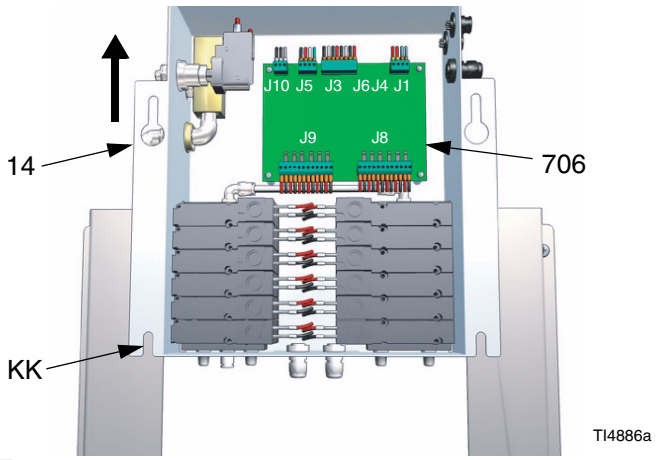
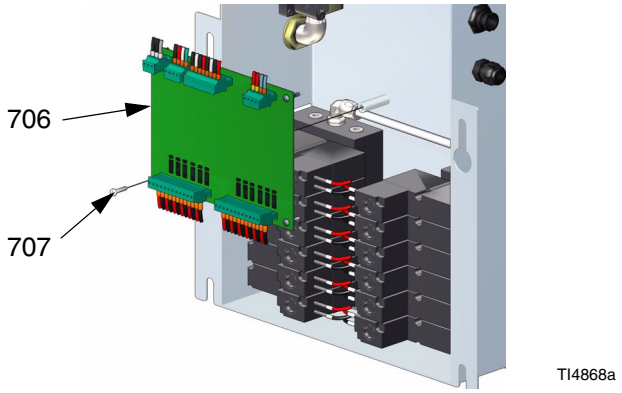
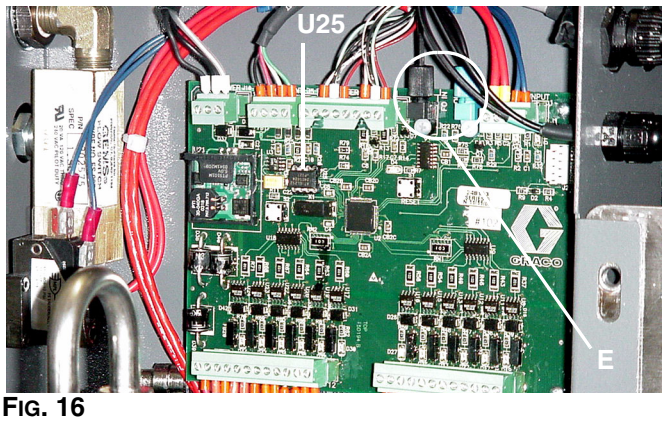

FIG. 14
FIG. 15
FIG. 16
5. Deslice el panel (14) hasta que las ranuras de la parte inferior (KK) queden alineadas con los orificios de los tornillos superiores y sujete la caja con los 2 tornillos. FIG. 14.
2. Desconecte los cables de fibra óptica y todos los cables (J1, J3, J4, J5, J6, J8, J9, J10) de la tarjeta de control (706). FIG. 14.
3. **Paneles de fluido con cambio de color:** Retire cuidadosamente la EEPROM (U25) de cambio de color de la tarjeta de control con un extractor de chips. FIG. 16. Guárdelao para instalarlaen la nueva tarjeta.
4. Retire los 4 tornillos (707). Saque la tarjeta de circuito impreso (706). FIG. 15.
5. Instale una nueva tarjeta de circuito impreso (706) con 4 tornillos (707).
6. Conecte los cables a la tarjeta de control (706). FIG. 14. Introduzca los conectores del cable de fibra óptica (J4, J6) en los conectores de la tarjeta (E), emparejando el azul con el azul, y negro con el negro, y apriete los conectores (E) a mano. FIG. 16.